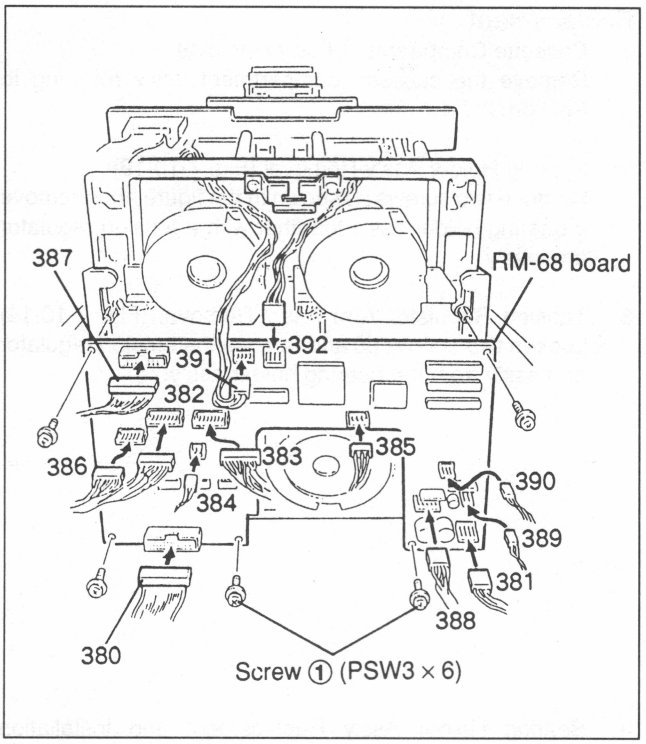

Fig.7-10-21 RM-68 Board Removal
7. RM-68 Board Removal (Fig. 7-10-21)
Install RM-68 board in the reverse order of step (7). (Refer to Fig. 7-10-21.)